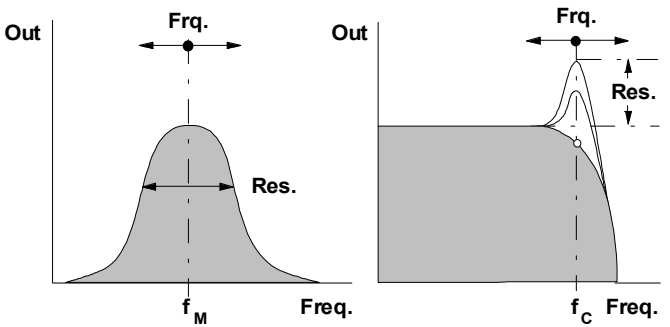

Abb. 2: Durchlaßkurven der Filtertypen Bandpaß und Tiefpaß
② Freq.
Mit dem Regler ⑤ stellen Sie manuell die **Filterfrequenz** ein (s. Abb. 2):
③ Resonance
Der Regler ③ dient zur Einstellung der **Filterresonanz** (s. Abb. 2):